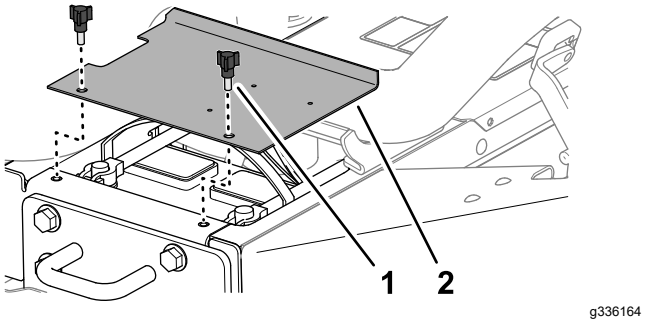

Rysunek 57
1. Zwolnij zatrzaski z lewej i prawej strony maski (Rysunek 57).